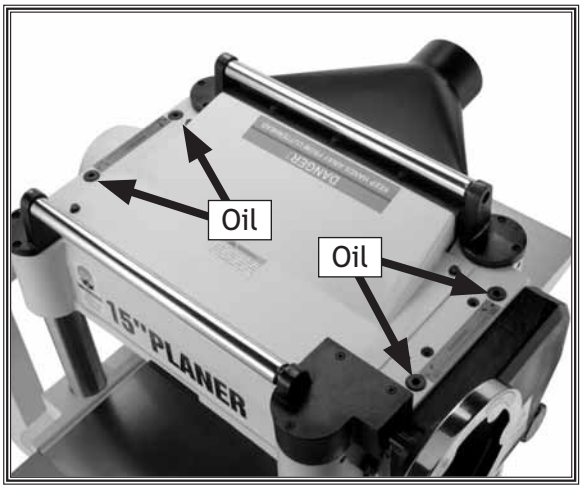

Figure 23. Feed roller lubrication.
- **Feed Rollers**: Lubricate feed rollers daily before start-up. **Figure 23** shows the lubrication points for the feed rollers. These are screws that have holes drilled through them to allow oiling. Make sure that dust is not trapped in these screws and apply two drops of light oil in each to penetrate the bearings. Do not lubricate more than this or the excess will end up on the floor.